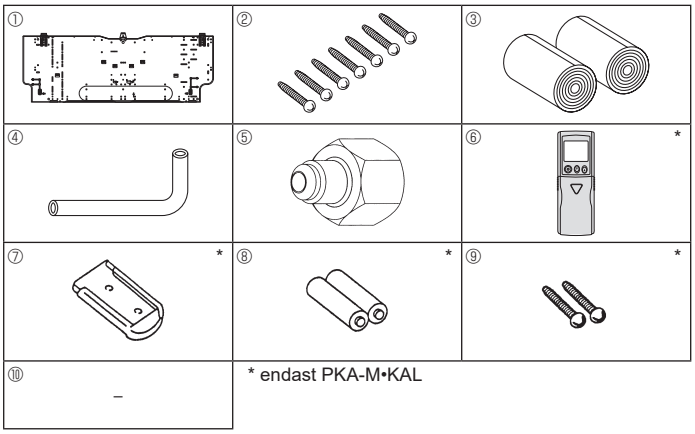

Fig. 3-1
3.1. Kontrollera tillbehören för inomhusenheten (Fig. 3-1)